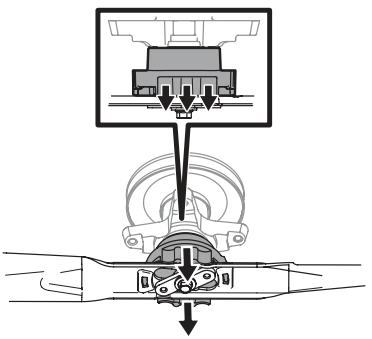

Fig. 54
6. There will be an audible click when the blade is properly locked in place (Fig. 54).